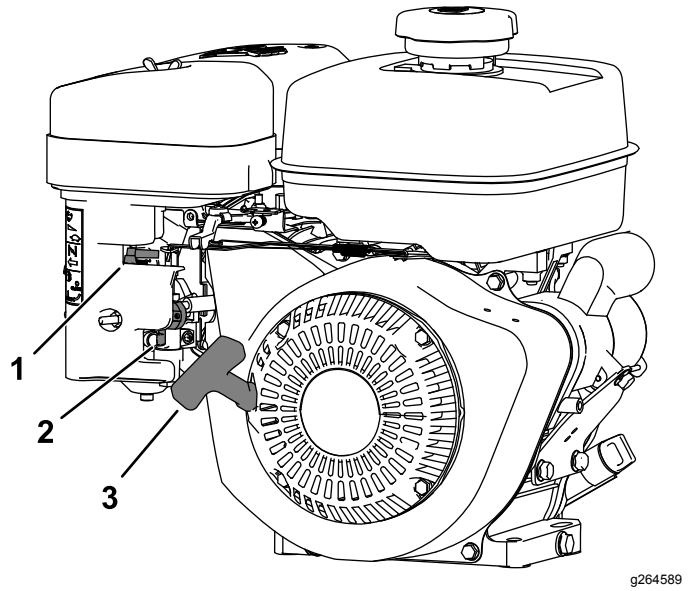

Figur 8
Chokerhåndtaget sidder på venstre side af kontrolpanelet. Du bruger det ved start af en kold motor (Figur 8).
Brændstofafbryderventilen befinder sig på motorens forreste højre side under brændstoftanken (Figur 8).
3. Rengør området omkring brændstofdækslet, og afmonter det (Figur 8).
4. Fyld brændstoftanken op med brændstof (Figur 8) til ca. 6 til 13 mm (¼" til ½") fra tankens top. **Påfyld ikke i tankens påfyldningsstuds.**